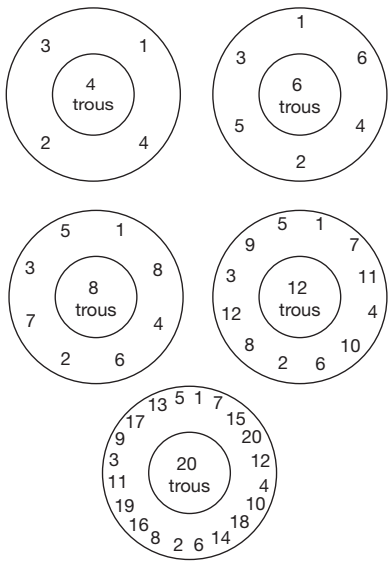

Figure 39 : Configuration de serrage des boulons
- 16. Appliquer une petite quantité de lubrifiant sur la surface d'appui de la rondelle élastique de la broche (15).
- 17. Placer l'ensemble ressort sur la broche (15).
- 18. Placer un nouveau joint de chapeau (12) dans le socle (1) avant d'installer le chapeau (11). Serrer uniformément les écrous de goujon (14) en utilisant la configuration de serrage appropriée (voir la Figure 39). Déterminer le couple requis pour la soupape en question (voir le tableau 11). Déterminer les valeurs de couple pour chaque tour (voir le tableau 11). Le dernier tour permet de garantir que tous les écrous de goujons sont au couple requis.
- 19. Avec le contre-écrou de la vis de réglage (20) monté à proximité de la partie supérieure de la vis de réglage (19), appliquer une petite quantité de lubrifiant sur l'extrémité sphérique et le filetage de la vis de réglage.
20. Visser la vis de réglage (19) dans le chapeau (11) jusqu'à ce qu'elle entre en contact avec la rondelle élastique (17).